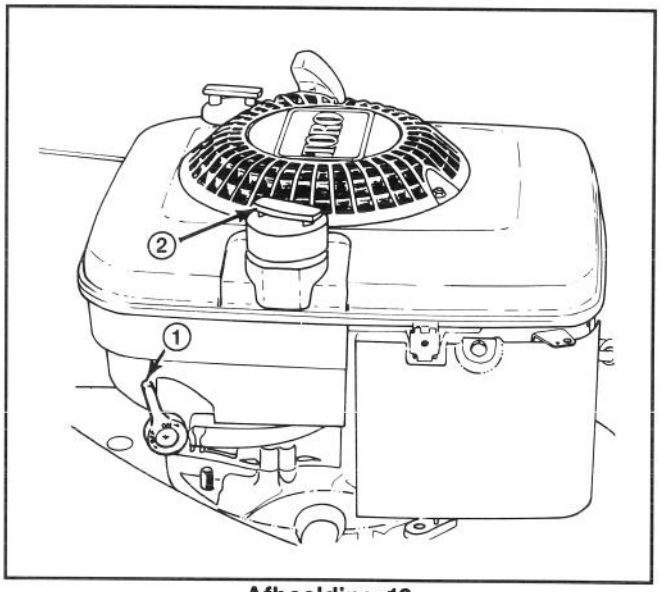

Afbeelding 18
2. Draai de brandstofklep op UIT (Afb. 18).
3. Verwijder de dop van de benzinetank (Afb. 18) en gebruik een pomphevel om de brandstof naar een schoon benzineblik over te hevelen.